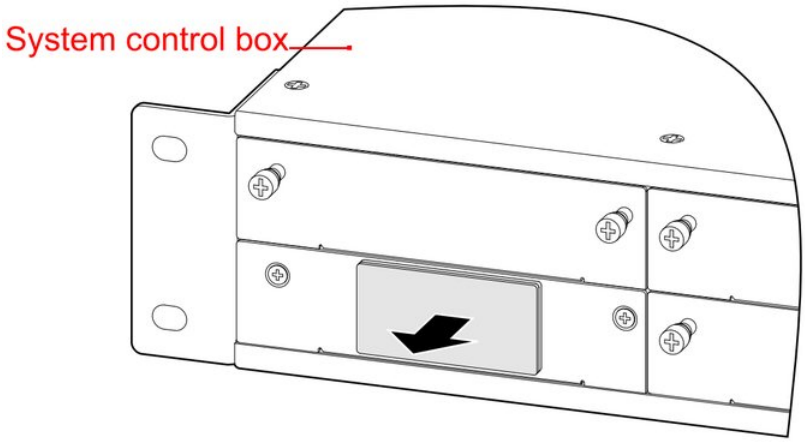

FIGURE 3-14 Dismantle the SNMP card plate
1. Dismantle the SNMP card plate on the system control box, as shown in Figure 3-14.